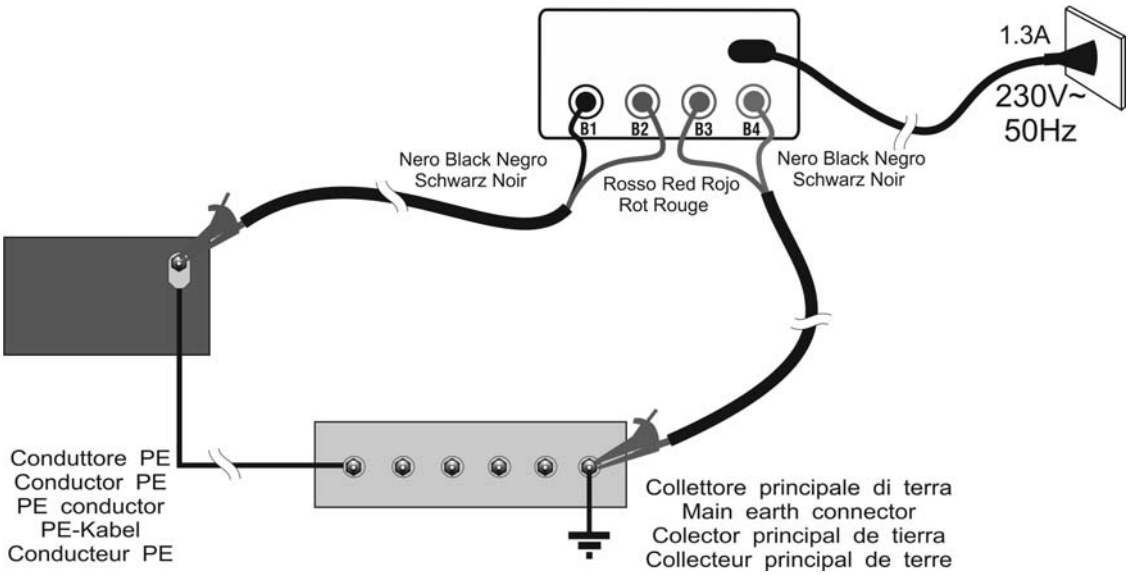

Fig. 5: Collegamento dello strumento nella prova LOWΩ10A
4. Collegare i connettori del cavo di misura C7000 fornito in dotazione ai terminali di ingresso dello strumento **B1** (Nero)**, B2** (Rosso)**, B3** (Rosso)**, B4** (Nero) e i terminali a coccodrillo all'oggetto in prova come indicato nella Fig. 5